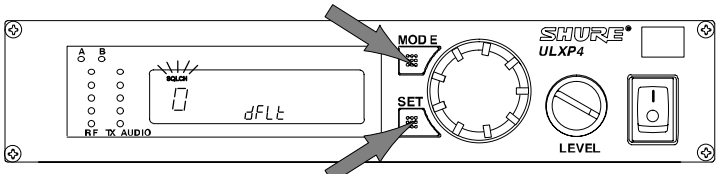

FIGURE 41
1. Hold down the receiver SET button and press the MODE button twice. “SQLCH” will flash on the display, as shown in Figure 41.